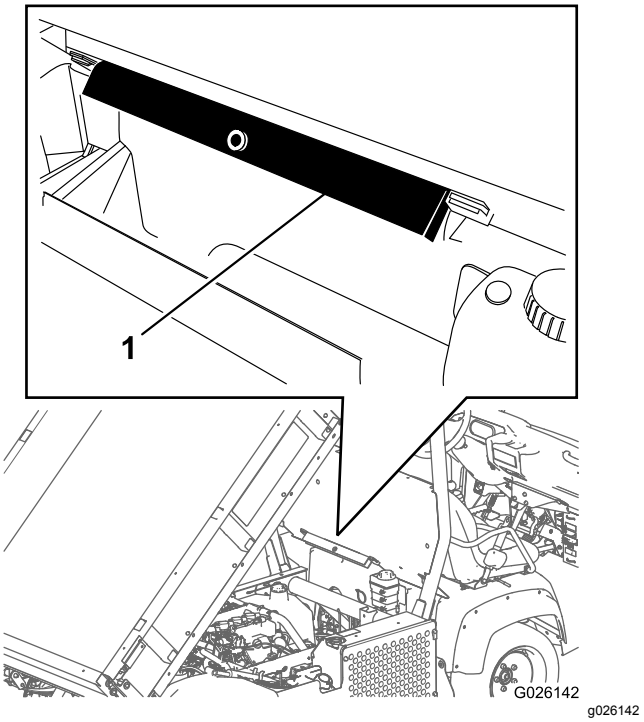

Bild 21
2. Nehmen Sie die Ladepritschenstütze aus den Lagerhalterungen hinten an der Überrollschutzplatte (Bild 21).